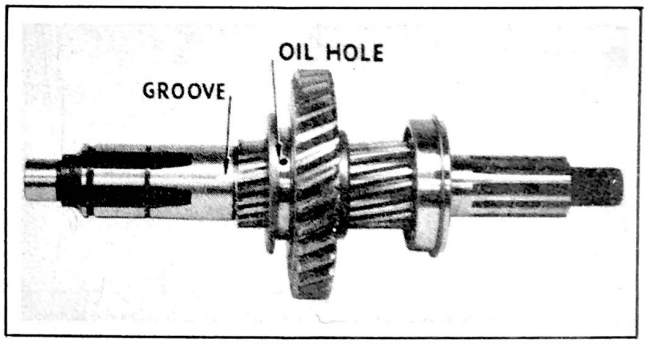

Figure 241 - Lining Up Oil Hole in Low and Reverse Gear With Oil Groove in Main Shaft
59. Place low and reverse gear (20) with shift fork flange toward front of shaft. It is important that the four oil holes (three not shown) be lined up with grooves in main shaft. See Fig. 241.